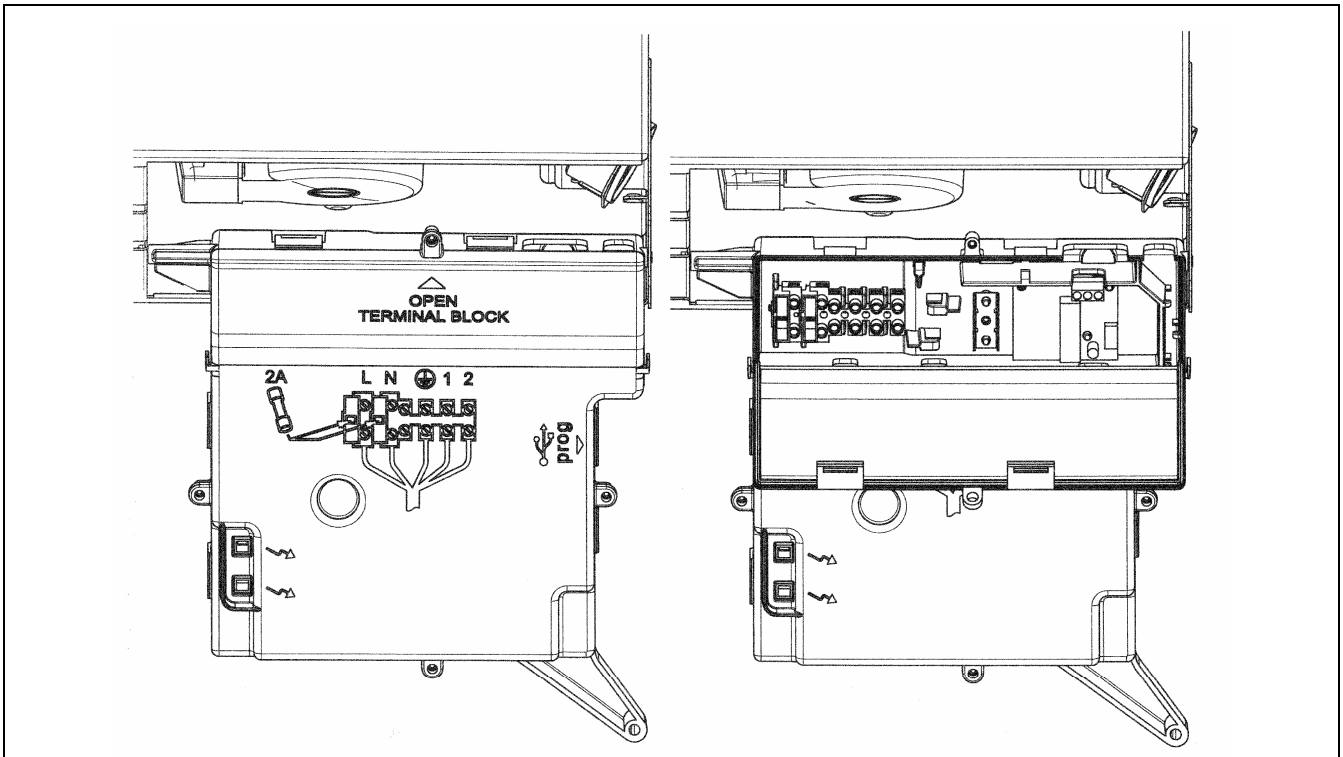

Рис.9
- для доступа к контактам снимите крышку (рис.9).
- открыть доступ к клеммам подключения электропитания (рис.9), в соответствии с инструкциями, изложенными в предыдущем параграфе;
- протянуть кабель из двух проводов через кабельный зажим котла и присоединить кабель, идущий от термостата, к клеммам (1) и (2);